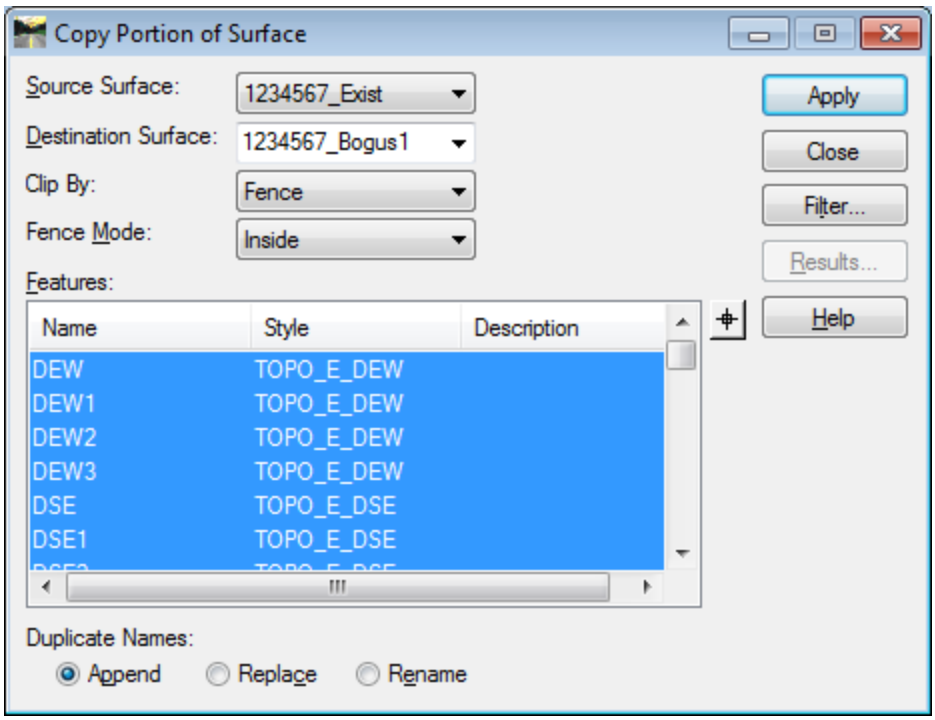

Figure L8-97 Copy Portion of Surface
- In InRoads, select **Surface ► Edit Surface ► Copy Portion of Surface**. The **Copy Portion of Surface** dialog opens as shown in *Figure L8-97*.
- Ensure your entries match those shown in *Figure L8-97*.